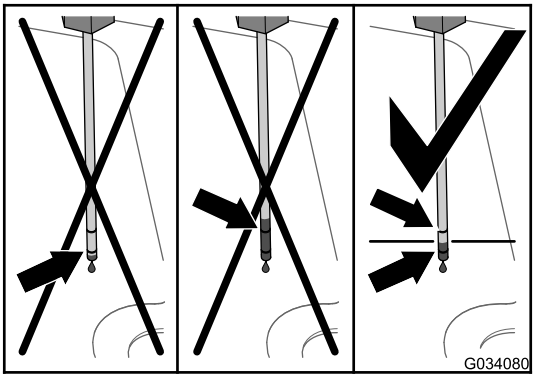
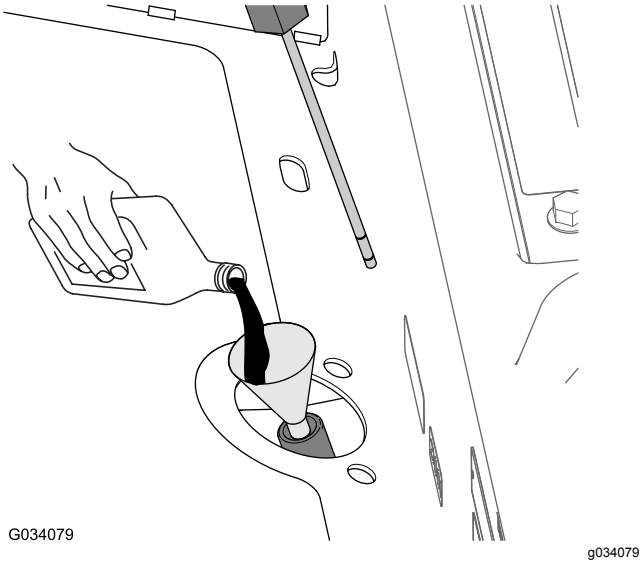

**Figur 81**
**Figur 82**
4. Fjern målepinden, og kontroller væskestanden (Figur 81).
5. Hvis væskestanden er under det nederste Full-mærke på målepinden, skal den angivne hydraulikvæske fyldes i påfyldningsrøret (Figur 82), indtil væskestanden stiger mellem de øvre og nedre mærker, når den kontrolleres med målepinden (Figur 81).
6. Hæld den angivne hydraulikvæske i påfyldningsrøret (Figur 82), indtil væskestanden i transakselhuset (beholderen) er midtvejs mellem de øvre og nedre mærker på målepinden (Figur 81).